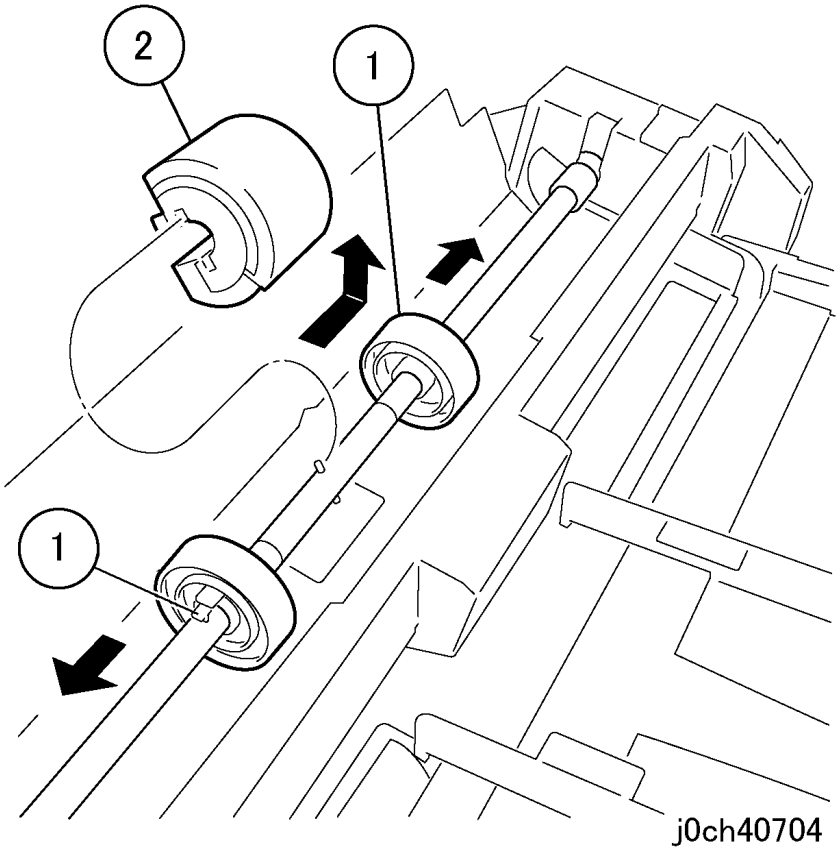

Рисунок 2 Снятие ролика подачи из МРТ (j0ch40704)
3. Снимите ролик подачи из МРТ (рисунок 2).